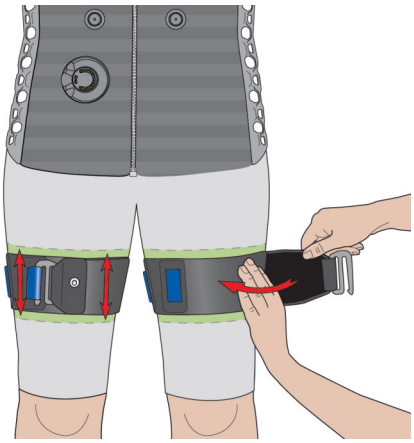

Fig. 44: Putting on the i-body® straps flex
14. Pre-stretch one i-body® straps flex and strap it on the leg (Fig. 44).